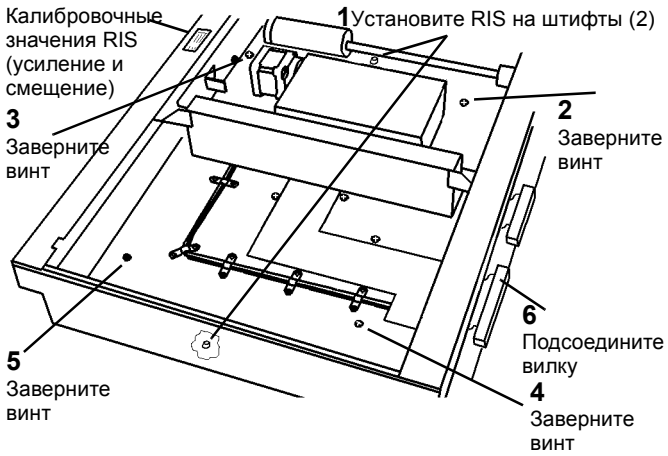

Рисунок 2 Установка RIS
1. Установите модуль RIS (Рисунок 2).
2. Если установлен новый RIS, запишите калибровочные значения для загрузки после включения питания (Рисунок 2).